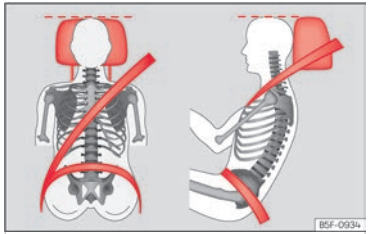

Fig. 17 Banda del cinturón y apoyacabezas ajustados correctamente.
- Ajuste el apoyacabezas de modo que el borde superior quede, en la medida de lo posible, a la altura de la parte superior de la cabeza, lo más cerca posible de la altura de los ojos ››› **pág. 133**. Mantenga la nuca lo más cerca posible del apoyacabezas ››› **fig. 17**.
- Ajuste longitudinalmente el asiento de forma que pueda pisar a fondo los pedales con las rodillas ligeramente flexionadas y que quede una distancia entre la zona de las rodillas y el tablero de instrumentos de al menos 10 cm (4 pulgadas) ››› **fig. 17**.